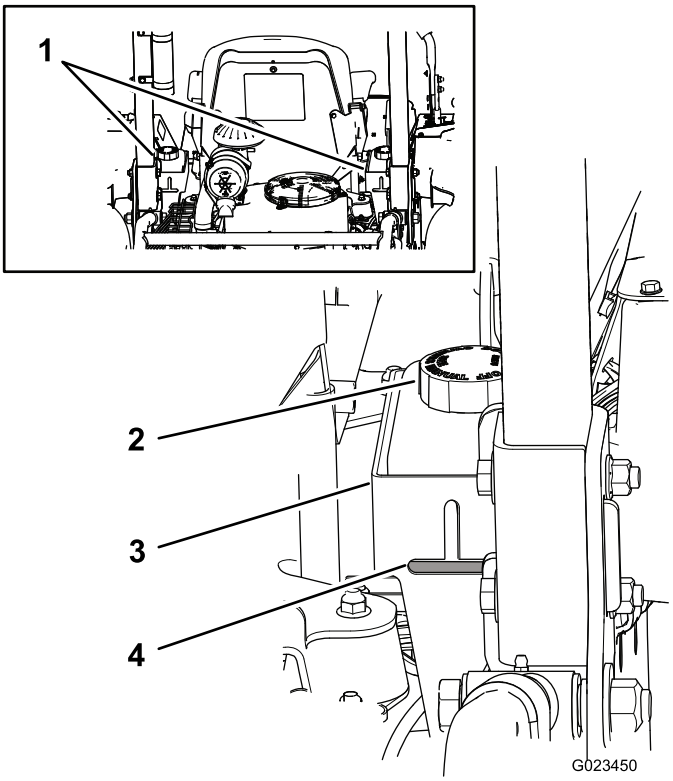

Figur 18
Maskinens tankar fylls med högkvalitativ hydraulvätska på fabriken. Det är bäst att kontrollera hydraulvätskan när vätskan är kall. Maskinen ska vara i transportinställningen. Om vätskenivån ligger under den övre kanten på den vågräta delen av det utskurna inspektionsfönstret på hydraultankarnas baksida (Figur 18) fyller du på vätska till den godkända nivån. **Fyll inte på för mycket i tankarna.** Om vätskenivån når upp till den övre kanten på den vågräta delen av inspektionsfönstret behöver du inte fylla på vätska. Rekommenderad utbytesvätska:
Obs: Vätskenivån ska vara längst ned i respektive öppning enligt Figur 18.
A. Gör rent omkring locken till vätsketankarna så att inte skräp kommer in i systemet (Figur 18).